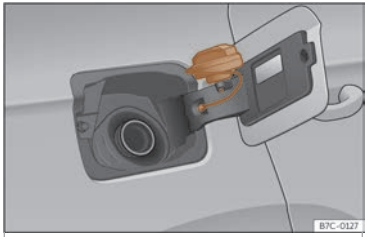

Fig. 193 Tapa do depósito co tapón encaixado.
- Colóqueo no espazo que hai na bisagra da tapa aberta››› **fig. 193**.